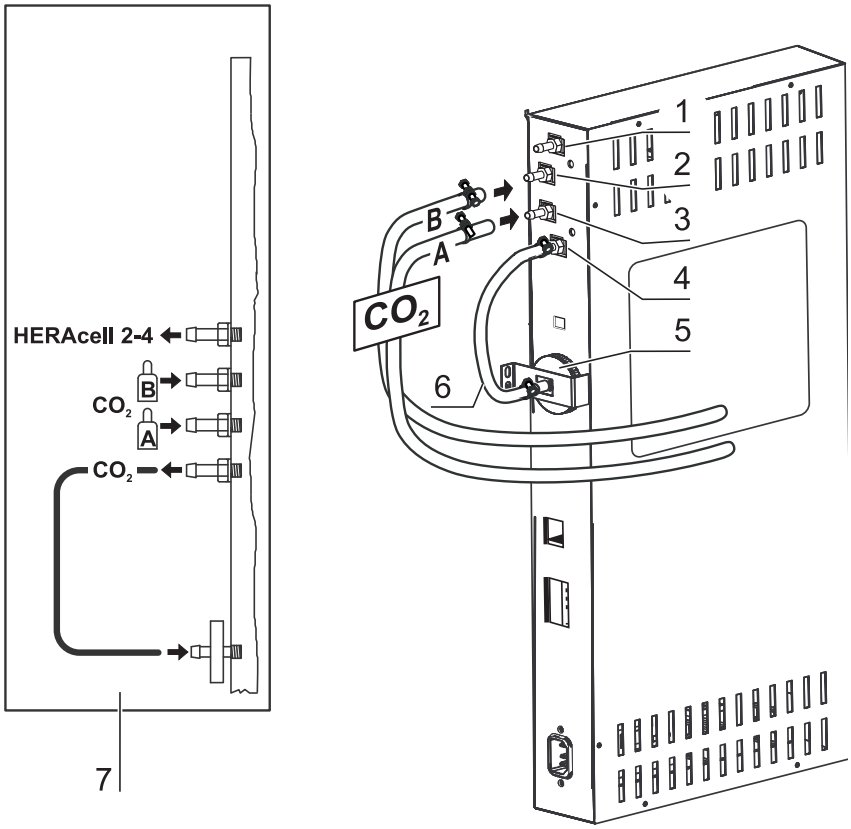

图 4-13. CO_2 连接带有气体监控系统 （可选项）
带有 CO_2 气体监控系统的连接是根据连接图 (7/ 图 4-13) 进行。
- 位置 1/ 图 4-13：用于 CO_2 气体供应 的分配器连接，适用于另外多至三台设备。 在设备之间有彼此相连的气体压力软管用于气体供应。
- 位置 2/ 图 4-13：压力气体容器 B 的气体供应连接到气体监控系统的上接头。
- 位置 3/ 图 4-13：压力气体容器 B 的气体供应连接到气体监控系统的下接头。
- 位置 4/ 图 4-13：在出厂时，气体监控系统的输出端已经由一短型气体压力软管（位置 6/ 图 4-13）和气体入口过滤器相连。